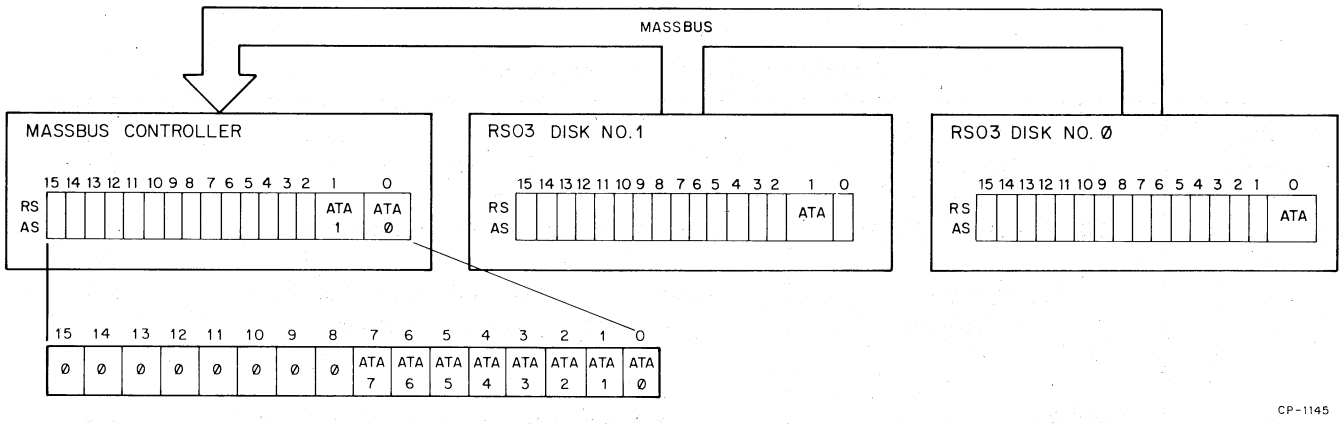

Figure 2-11 Attention Summary Register Format and Sources
The *Attention Summary register* logic is contained in the Command Decode module (M7759) located in slot AB06. This is a read/write "pseudo-register" (Figure 2-11) which consists of from one to eight bits, depending upon the number of drives connected to the MASSBUS. The term "pseudo-register" refers to the fact that only one register bit position is physically contained in each drive. Each drive is assigned a bit position, corresponding to its own unit number. This bit position reflects the state of the ATA status bit of that drive. Hence, bit position 0 of the Attention Summary register is generated by the ATA bit of drive 0, bit position 1 by that bit in drive 1, etc. Bits 8 through 15 are not used and are always read as (0)s.